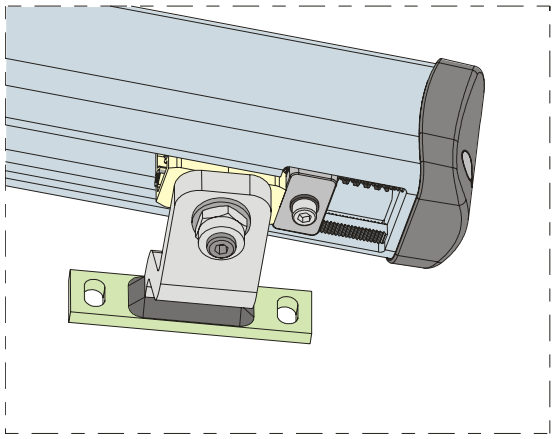

Abb. 20
4) Den Anschlag in die Nähe des Anschlusses laut Abb. 20 schieben.